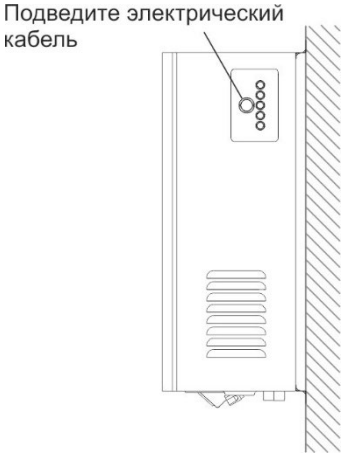

Рис. 12. Расположение панели вывода электрического кабеля
C) Подведите сетевой кабель (Рис. 12)